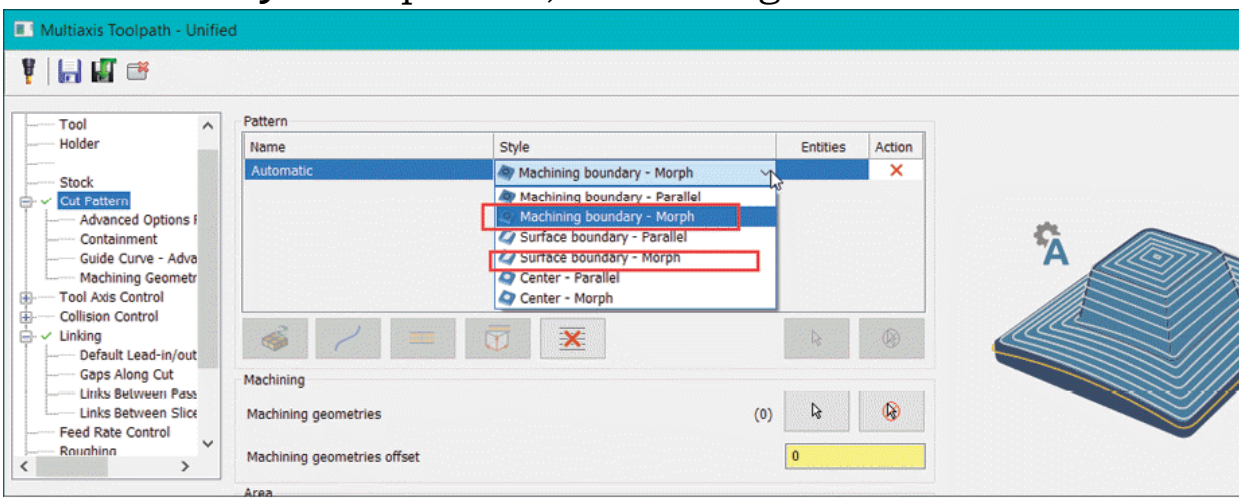

Figure-31. Morph pattern options
- Click on the **Add Automatic row** button from the **Pattern** area in the **Cut Pattern** page of **Multiaxis Toolpath - Unified** dialog box and select the **Machining boundary - Morph**, **Surface boundary - Morph**, or **Center - Morph** option from the **Style** drop-down; refer to Figure-31.